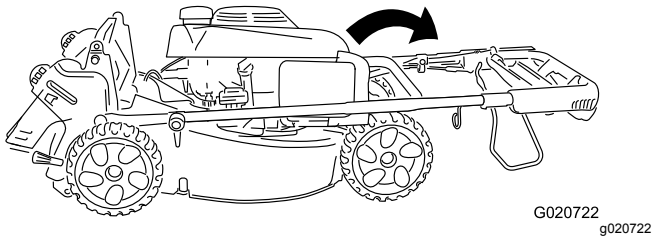

Figure 4
2. Dépliez la moitié supérieure du guidon vers l'avant jusqu'à ce que les deux moitiés soient dans le prolongement l'une de l'autre et s'emmanchent ensemble correctement, comme montré à la Figure 4.